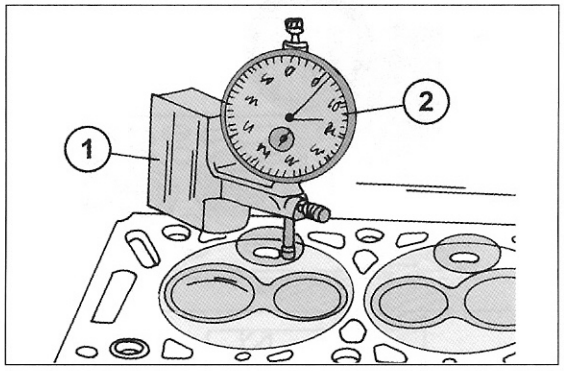

Bild 82
- Nach dem Einbau eine Messuhr mit einem geeigneten Messblock in der in Bild 82 gezeigten Weise auf die Kante der Vorkammer aufsetzen. Das Vorstehmaß der Vorkammer muss zwischen 0 und 0,5 mm betragen. Falls dies nicht der Fall ist, kann man Unterlegscheiben zwischen den Zylinderkopf und der Vorkammer einlegen, die in einer Reihe von Stärken zur Verfügung stehen.